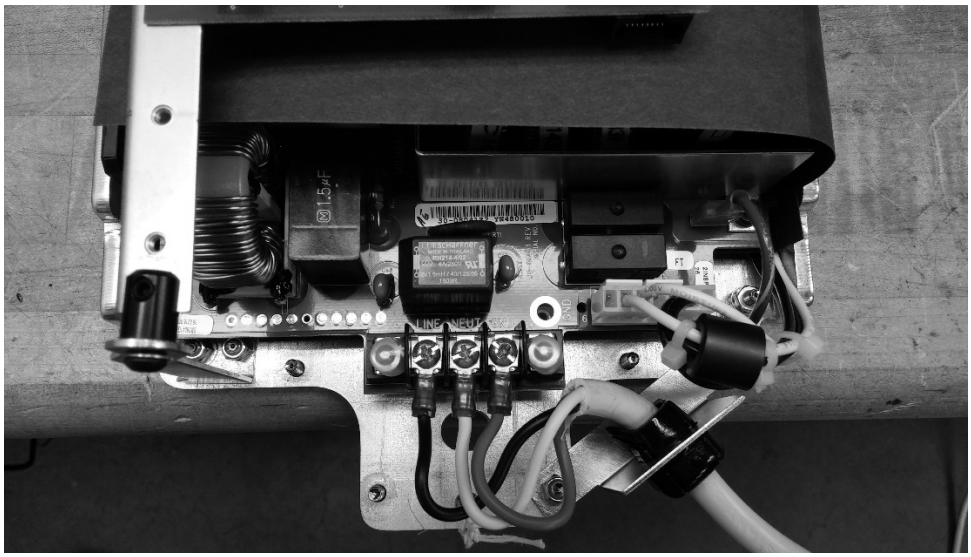

Figure 29
9. Attach the bracket and strain relief as shown in *Figure 29.*